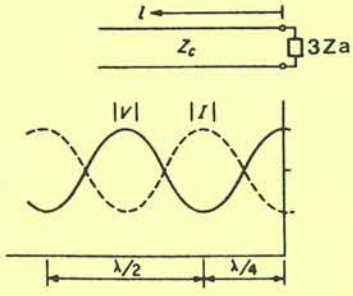

Figura. 5 La tensione V e la corrente I hanno un andamento ondulatorio ed assumono gli stessi valori ogni mezza lunghezza d'onda (λ/2).
b) Se invece Za = Zo in questo caso abbiamo un disadattamento di linea. In questa situazione la potenza incidente generata dal trasmettitore viene riflessa indietro dall'antenna, con la conseguenza che la potenza irradiata è soltanto una parte di quella fornita dallo stadio finale. L'onda riflessa si somma lungo la discesa all'onda incidente dando luogo alla ben nota "onda stazionaria" che ha un tipico movimento ondulatorio. I massimi e i minimi di questa oscillazione sono in funzione dell'entità del disadattamento; per intenderci, maggiore sarà la differenza di valore tra Za e Zo tanto grande risulterà il valore di ROS. Se proviamo a ripetere l'esperimento di misura sul rapporto V/I lungo la linea di trasmissione non troveremo più valori costanti come abbiamo rilevato nella situazione di perfetto adattamento. Ambedue le grandezze hanno ora un andamento ondulatorio periodico, assumendo quindi gli stessi valori ogni mezza lunghezza d'onda misurato lungo la linea a partire dall'antenna, come si può notare in Figura 5. Il rapporto V/I misurato ai morsetti dell'antenna è ancora pari all'impedenza Za, ma poiché V e I non sono più costanti lungo la linea varierà anche il loro rapporto; appare chiaro come l'impedenza che il trasmettitore "vede" cambi in funzione della lunghezza della discesa. Avevo accennato alla funzione ciclica del rapporto V/I per cui il generatore vedrà un'impedenza pari a Za soltanto se il cavo avrà un'estensione pari a un multiplo di mezza lunghezza d'onda poiché solo in questi casi avrà lo stesso valore presente ai capi dell'antenna.